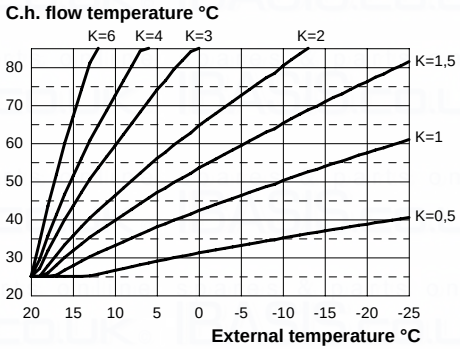

Fig. 7.16
If the boiler is **EQUIPED** with the remote control (optional) refer to Fig. 7.16.
When installing the external probe it is necessary to set this parameter based on the efficiency of the heating plant in order to optimise the flow temperature (Fig. 7.16).
E.g. In order to have a flow temperature at the heating plant of 60°C with an external temperature of -5°C, set a K at 1.5 (sectioned line in Fig. 7.16).
- Using keys 17 or 18 it is possible to change the value of parameter 15 from a minimum of **01** to a maximum of **60** based on the selected bend of the K coefficient in Fig. 7.16 (the value read on the display corresponds to K coefficients decimal values).